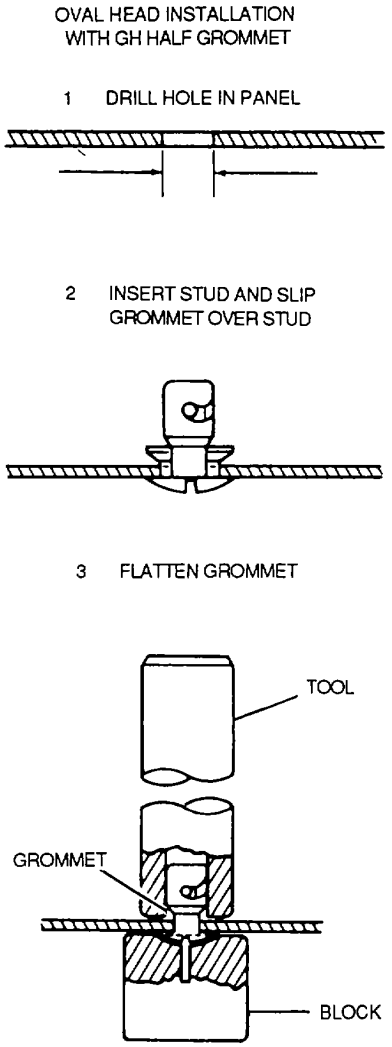
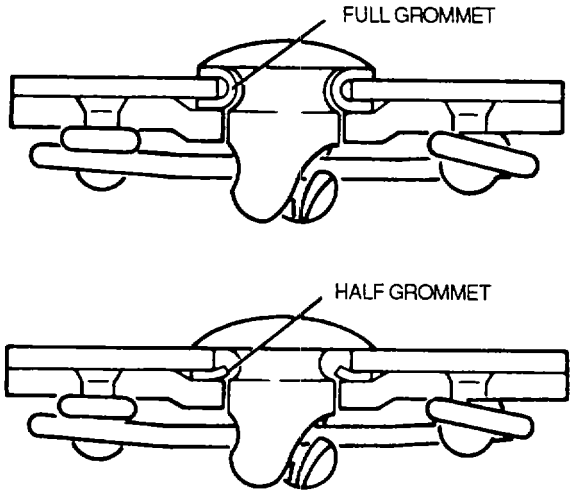

Figure 2-59. Stud and Grommet Installation
Figure 2-60. Dzus Fastener
a. Dzus Fasteners. The Dzus fastener consists of a stud, a grommet, and a receptacle. The stud and grommet installation is shown in figure 2-59 and figure 2-60 shows a typical Dzus fastener installation.